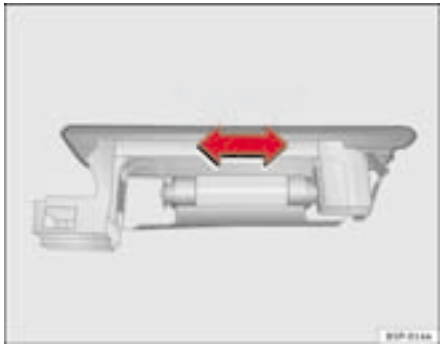

Fig. 172 Luggage compartment light
– Press the lamp sideways and remove it from its housing ⇒ fig. 172.